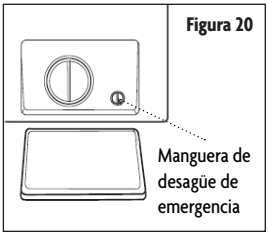

Figura 20
2. Quite la tapa de la manguera de desagüe de emergencia y deje escurrir el agua. Se recomienda tener un recipiente listo para atrapar el agua restante. (Figura 20)